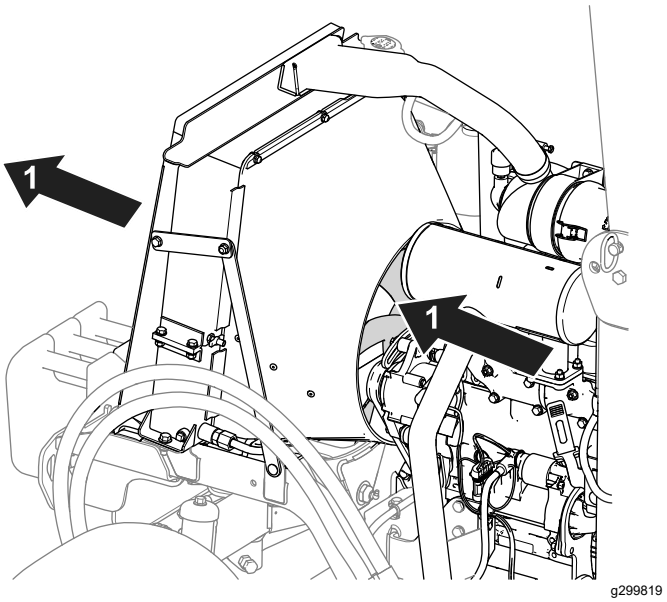

Figur 74
- Brug trykluft til at rengøre køleribberne. Led luften ud af maskinen (Figur 74).